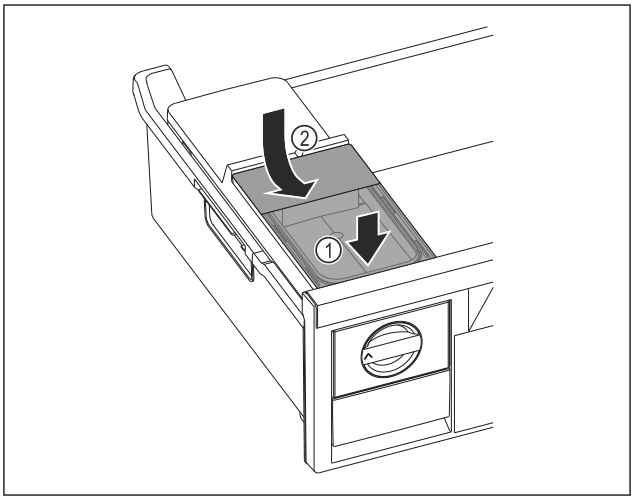

Fig. 130
▶ Position the water tank at the front. *Fig. 130 (1)*
▶ Lower the water tank at the rear. *Fig. 130 (2)*